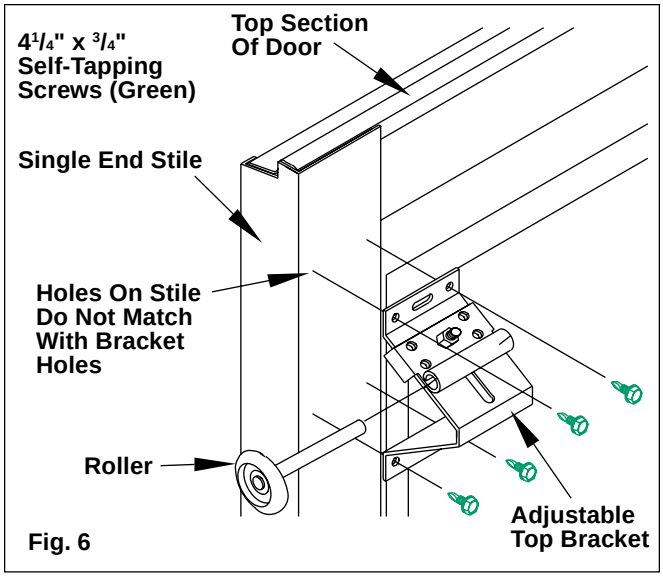

Fig. 6
In most instances, WindCode® doors use a heavier gauge top bracket. Due to this, the holes in the bracket will not line up with the holes in the stiles. Install the top of the top brackets approximately 3" to 3$^1/_2$" below the top of the section with (4) $^1/_4$" x $^3/_4$" self-tapping screws. Once installed, the slide adjustments must be aligned so that the roller lines up with the track so the door will close flush to the door jamb. (FIG. 6)